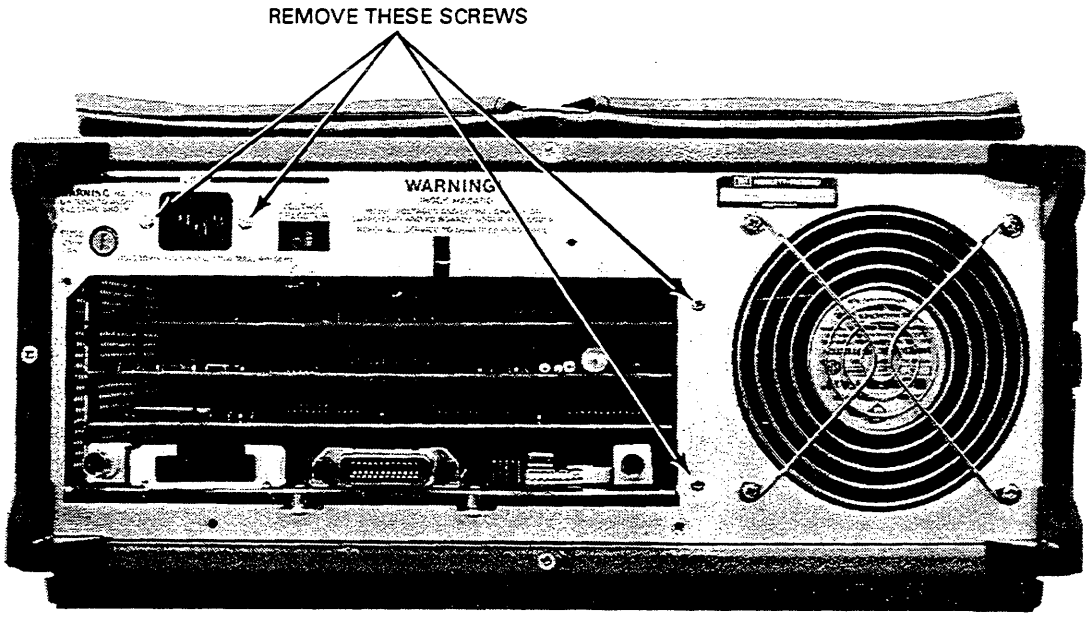

Figure 8-10.
j. Remove the two screws by the line plug and the two screws securing the rear panel to the card cage. See figure 8-10.